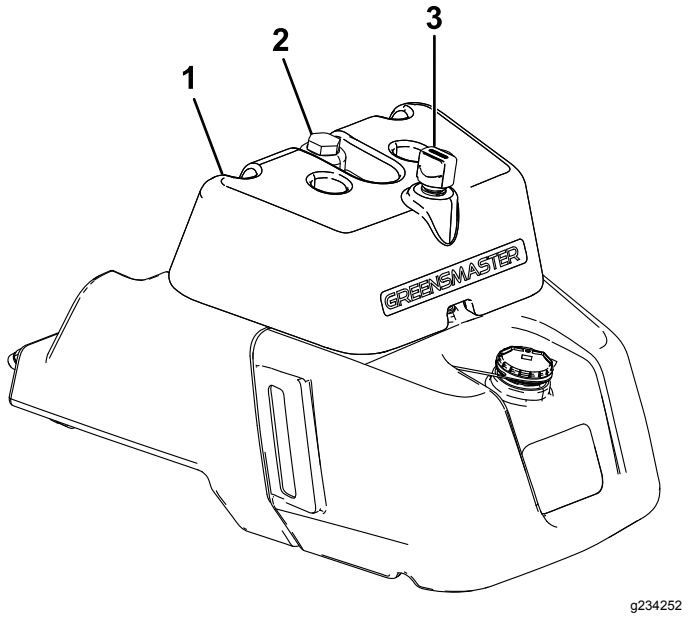

Figur 44
- Hvis tanken har et seglass, sjekker du oljenivået der (Figur 44) og fortsetter til trinn 5.